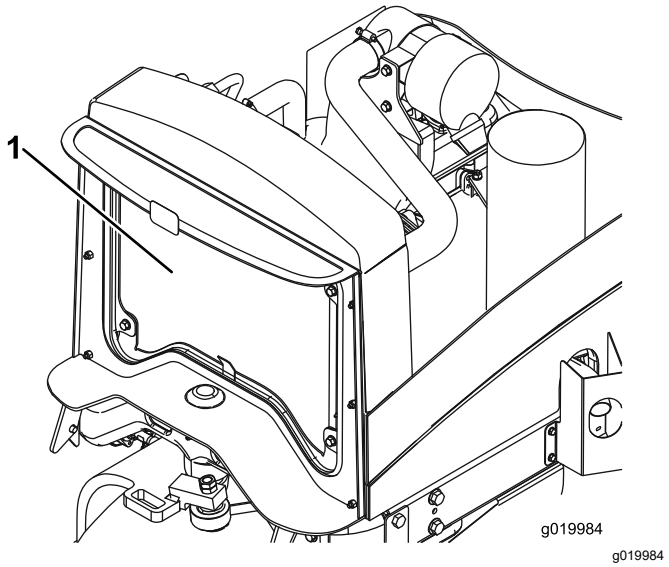

Figur 60
2. Rengør begge sider af køler/oliekøleren grundigt med trykluft (Figur 60).